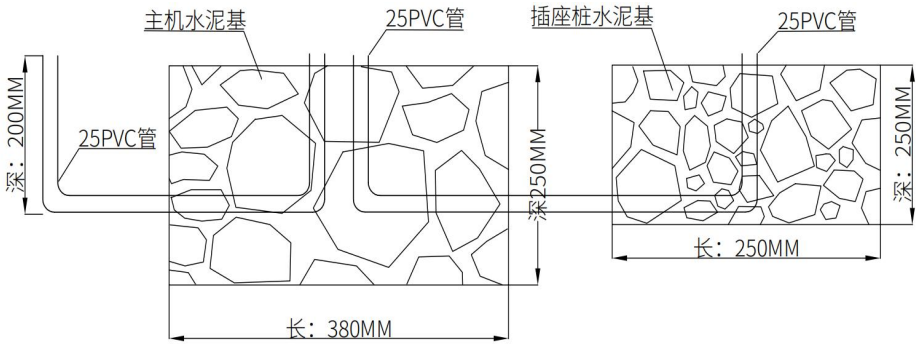

图 14
1、地面开挖主机位 380*250*250mm 的基座，插座桩位 250*250*250mm,在预埋好 20PVC 线管,预埋深度为 200mm，在将水泥沙石混合均匀倒入土坑待硬化后进行下一步工作，如图 14。